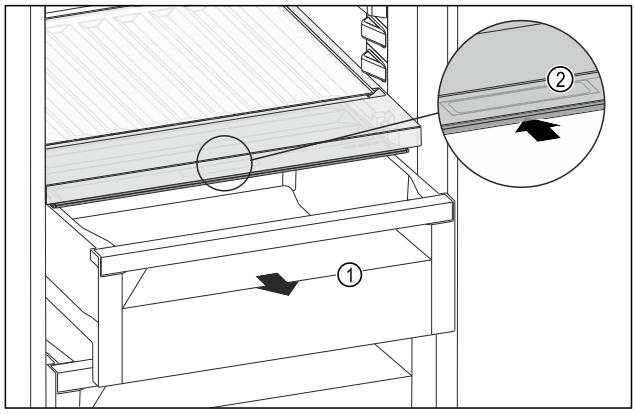

*Fig. 149*
▶ Zásuvku *Fig. 149 (1)* vytáhněte.
▶ Uchopte prohlubeň pro rukojeť *Fig. 149 (2)* na víku zásuvky a současně zasuňte víko zásuvky směrem dozadu.